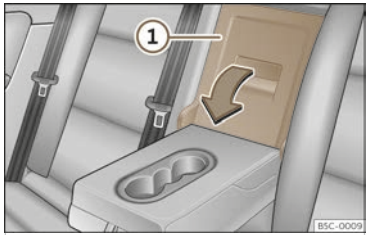

Fig. 201 On the rear seat backrest: opening the trapdoor.
- Pull the release lever in the direction of the arrow and fold the trapdoor cover ››› **Fig. 201** ① down and forwards.